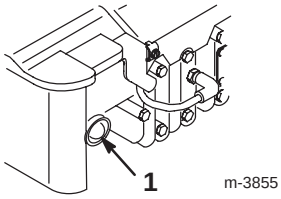

Abbildung 9
2. Die Kaltstarthilfe dreimal drücken und nach jeder Betätigung zwei Sekunden warten (Abb. 9).